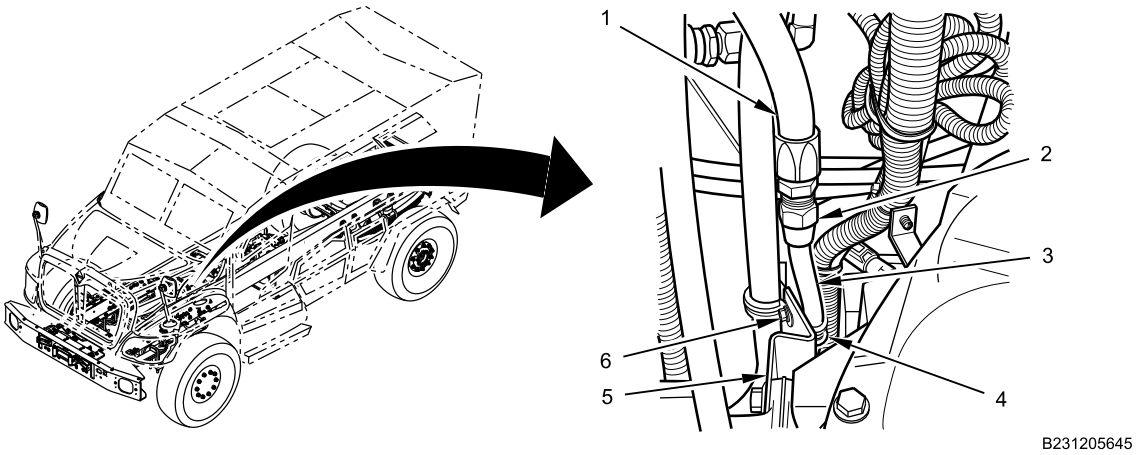

Figure 3. Air Line Pipe and Hose Connection.
5. Remove compression nut (Figure 3, Item 2) on air compressor delivery air line pipe (Figure 3, Item 3) from fitting on air compressor delivery air line hose (Figure 3, Item 1).
6. Remove pipe clamp bolt (Figure 3, Item 6), nut (not shown), and clamp (Figure 3, Item 4) from support bracket (Figure 3, Item 5) on engine block.
7. Remove pipe clamp (Figure 3, Item 4) from air compressor delivery air line pipe (Figure 3, Item 3).
8. Remove air compressor delivery air line pipe (Figure 3, Item 3) from vehicle.